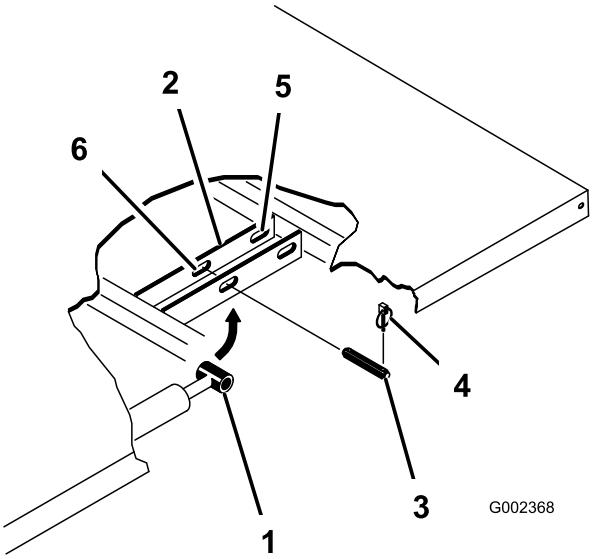

Figur 30
2. Ta bort hjulsprintarna från yttre ändarna av cylinderstavens sprintbultar (Figur 30).
3. Ta bort sprintbultarna som håller cylinderstavsändarna vid flakets fästplatta genom att trycka bultarna mot insidan (Figur 30).
4. Ta bort hjulsprintarna och sprintbultarna som håller fast tappfästena vid ramens kanaler (Figur 30)